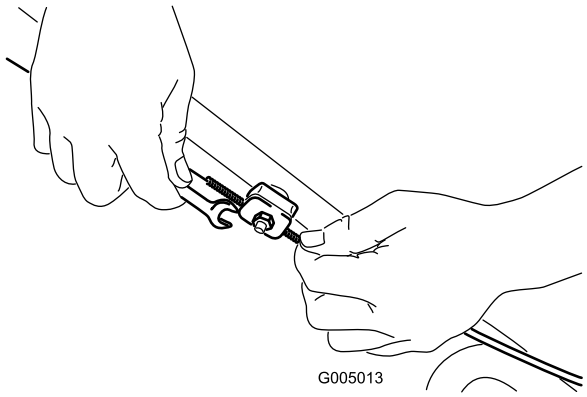

Figure 27
1. Desserrez l'écrou du support de guidage du câble (Figure 27).